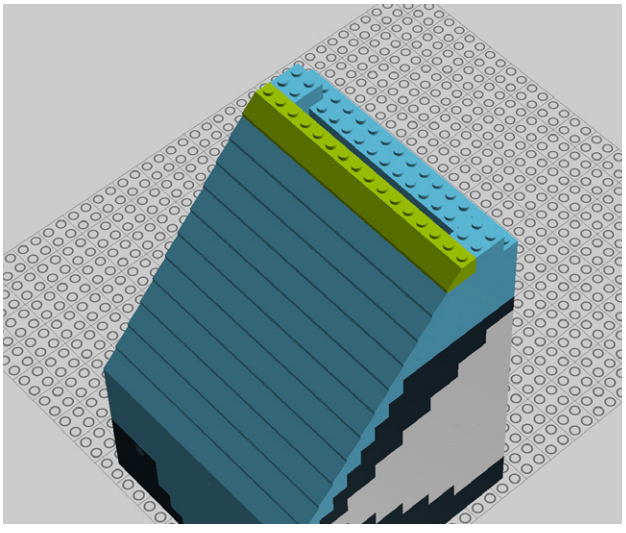

Figure 9-75. *Step 70: Placing some more slopes*
70. Add five 2x2 and two 2x3 translucent slopes. Almost done with slopes (Figure 9-75)!